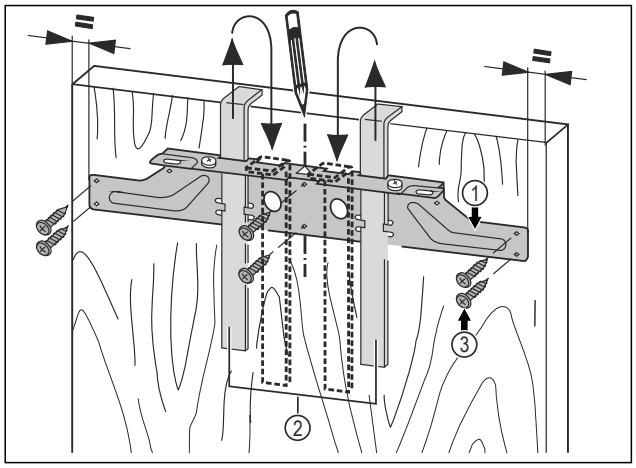

Fig. 44
- ▶ Hang the fastening bar *Fig. 44 (1)* with the mounting aids on the inside of the unit door *Fig. 44 (2)*.
- ▶ Align the fastening bar *Fig. 44 (1)* in the centre of the door.
- ▶ Tighten the mounting bar *Fig. 44 (1)* with at least 6 screws *Fig. 44 (3)*.
- ▶ Screw the mounting bar *Fig. 44 (1)*to the edge with 4 screws *Fig. 44 (3)*.
- ▶ Pull the assembly devices *Fig. 44 (2)* upwards and push them, at an angle, into the receiving openings.